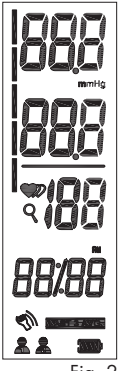

Fig. 2
2. When the monitor is off, press the **U1/SET** or **U2 (POWER)** button to POWER on the monitor; the unit will run a self test, Fig 2.